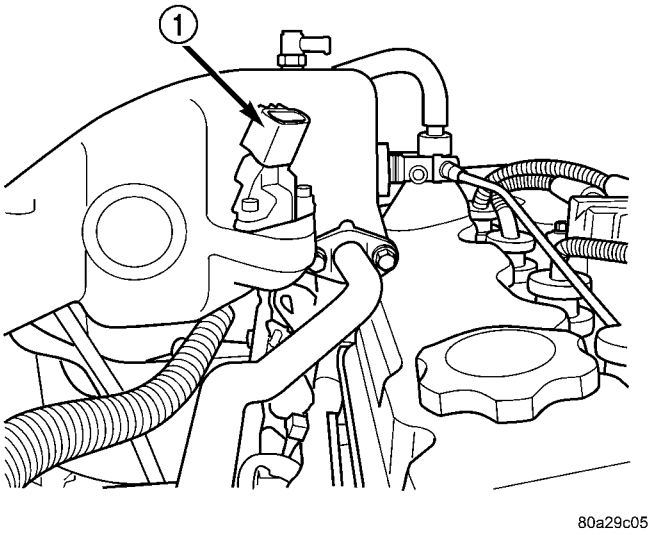

Fig. 107 Map Sensor - 2.4L
(6) Disconnect connector from MAP sensor (Fig. 107).